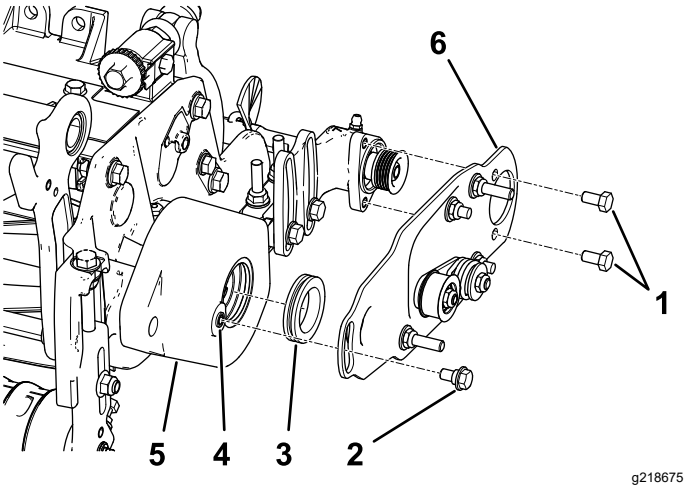

Figure 12
2. Appliquez une couche de graisse dans le diamètre intérieur de la douille du carter de la brosse de rouleau (Figure 12).
3. Posez la plaque de pivot de la brosse de rouleau gauche ou droite (Figure 12).
Remarque: Vérifiez que la poulie de tension est montée en bas, comme montré à la Figure 12.
4. Appliquez du frein-filet sur les 2 boulons (5/16" x ½") et fixez la plaque de brosse au logement de roulement de la brosse à l'aide de ces boulons (Figure 12).
5. Nettoyez la peinture présente sur les filets du carter de la brosse de rouleau à l'aide d'un taraud de 5/16"–18 avant de visser le boulon à épaulement en place (Figure 12).
6. Appliquez du frein-filet sur le boulon à épaulement (Figure 12).
7. Fixez la plaque de brosse au carter de brosse avec le boulon à épaulement (Figure 12).